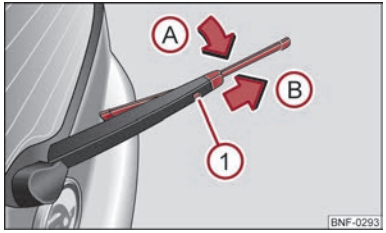

Fig. 31 Rear window wiper blade
– Raise the windscreen wiper arm from the rear window and slightly tilt the windscreen wiper blade towards the wiper arm, arrow Ⓐ ⇒ Fig. 31. ▶
– With the other hand, unlock the safety ① and remove the windscreen wiper blade in the direction of the arrow Ⓑ.